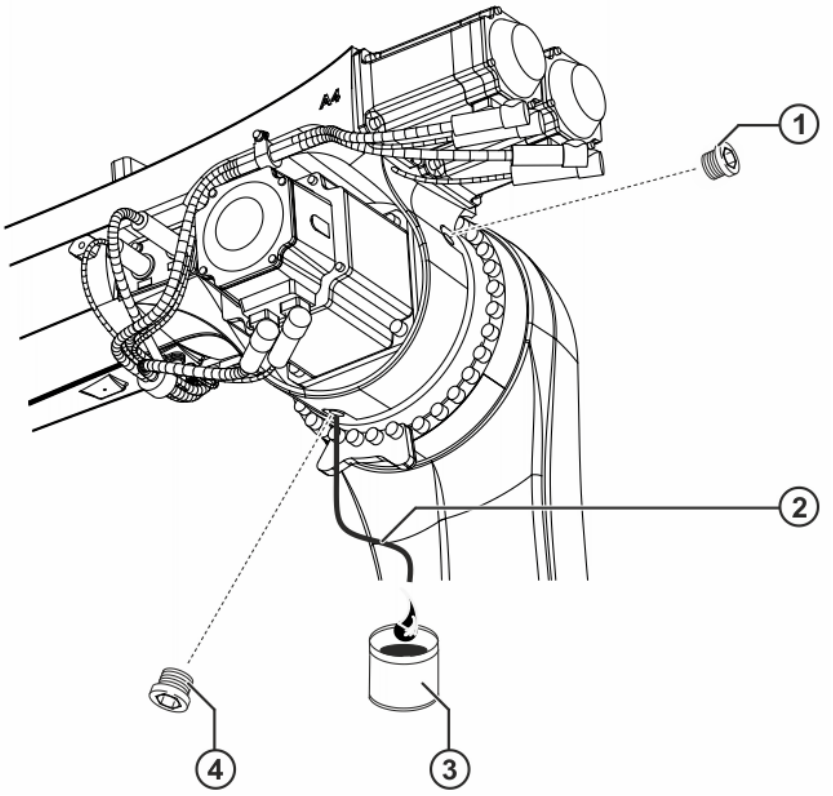

Fig. 8-8: Draining the gear oil from A3
1. Place a receptacle under the lower M16x1.5 magnetic screw plug (>>> *Fig. 8-8*).